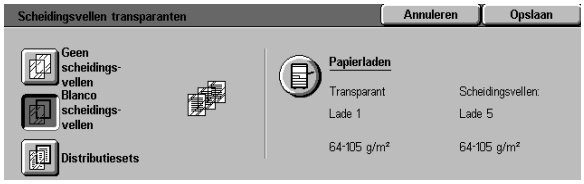

Figuur 17: Blanco scheidingsvellen geselecteerd in het scherm Scheidingsvellen transparanten
- Voor het wijzigen van instellingen van de lade voor scheidingsvellen het pictogram voor het kopieerapparaat/ de printer in de papierladenzone (figuur 17) aanraken om het scherm voor lade-instellingen te tonen. Alleen papierlade 5 kan worden geselecteerd als transparantenlade.